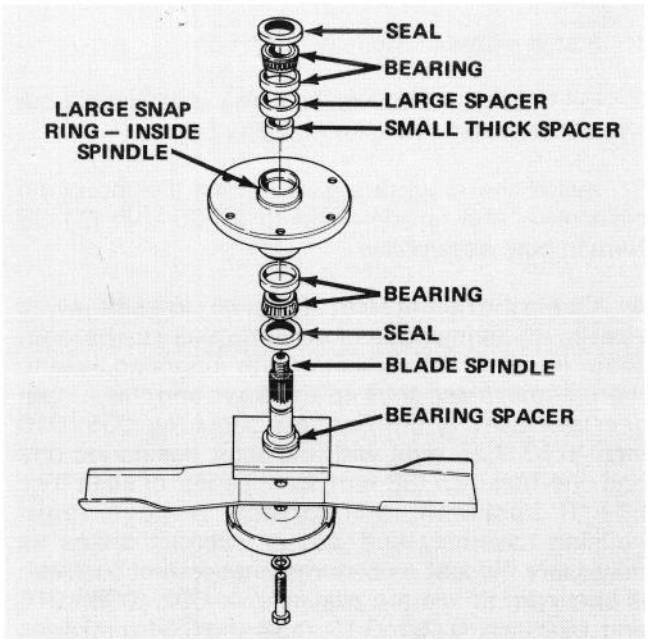
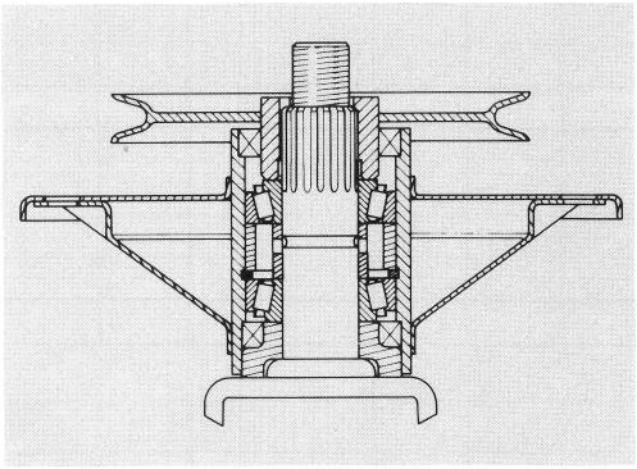
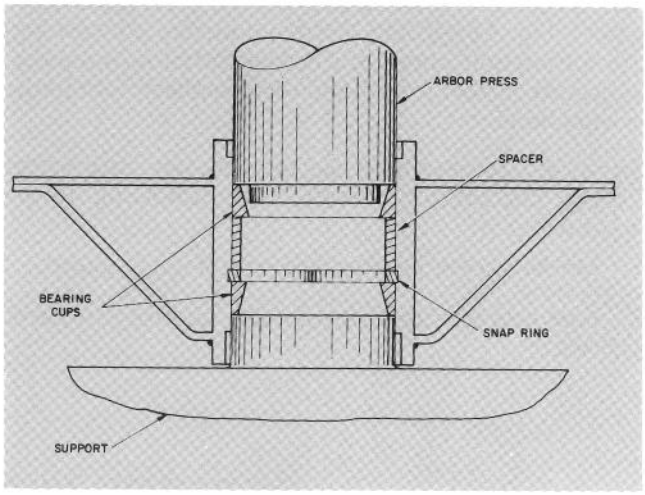

Figure 55
Figure 56
Figure 57
7. If spindle shaft will be replaced, move bladebolt, lockwasher, anti-scalp cup and blade from spindle shaft (Fig. 55). Otherwise, the blade and its other associated parts may be left on the spindle shaft.
8. Press spindle shaft out of spindle housing (Fig. 55). using an arbor press. Bearing spacer remains on spindle shaft as shaft is being removed.
9. The seals (Fig. 55) will be removed next; however, notice the lip of the seal. The lip of the upper seal faces inward, and the lip of the lower seal faces outward. Therefore, new seals must always be installed with the lip facing in the proper direction. Now remove seals from spindle housing.
10. Allow bearings and small thick spacer to fall out of spindle housing (Fig. 55).
11. Using a punch and hammer, drive both bearing cups (Fig. 55) out of spindle housing. Also drive large spacer out of housing.
1. Install large snap ring into groove in bore of spindle housing (Fig. 56). Assure snap ring is seated in the groove.
2. Using an arbor press, push the large spacer into top of spindle housing and tightly against the snap ring (Fig. 55). Spacer must contact snap ring to be sure of correct assembly of parts (Fig. 56).
3. Thoroughly oil cups and using an arbor press, push bearing cups — smallest ID first — into top and bottom of spindle housing (Fig. 55). Top bearing cup must contact spacer installed in step 2, and bottom bearing cup must contact snap ring to be sure of correct assembly of parts (Fig. 56). Insure assembly is correct by supporting the first cup and pressing the second against it (Fig. 57).
4. Apply a film of grease on lip of both seals; then install bearing and seal into bottom of spindle housing (Fig. 56). Remember, the bottom seal must have the lip facing outward (Fig. 55) not toward inside of spindle housing.
5. Slide small, thick spacer into spindle housing (Fig. 55). Then, install bearing and seal into top of spindle housing. Lip of the seal must face outward.
7. Slide bearing spacer onto spindle shaft. Carefully slide spindle shaft through spindle housing. Bottom seal and bearing spacer fit together when spindle is installed (Fig. 56).